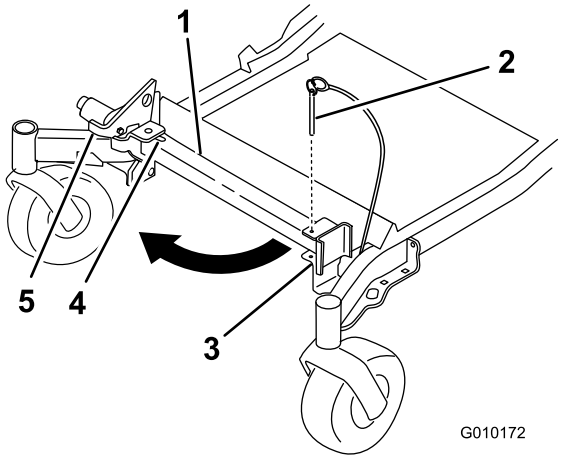
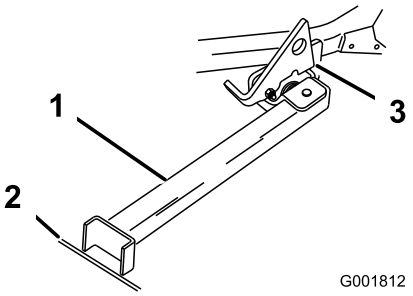

Figuur 41
Figuur 42
2. Verwijder de pen van de beugel (Figuur 41).
Z Stand in de richting van de machine in de onderkant van de sleuf (Figuur 41 en Figuur 42).
4. Plaats het voetstuk op de grond en laat de vergrendeling op de draailip rusten (Figuur 42).
Opmerking: Om de beste resultaten te verkrijgen, moet u het voetstuk in spleten in een voetpad of een gazon plaatsen (Figuur 42).
6. Rij de machine de Z Stand op. Stop de machine als de vergrendeling boven de lip in de vergrendelde stand valt (Figuur 42). Als de machine op de Z Stand staat, stelt u de parkeerrem in werking en zet u de motor af.
5. Zet de Z Stand terug in de ruststand (Figuur 41).